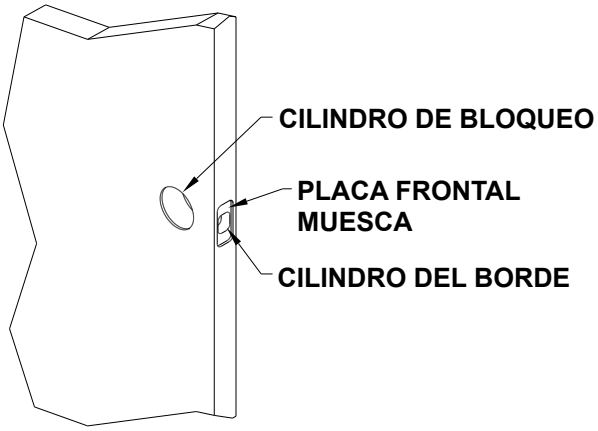

Figura 3
1. La puerta se puede retirar de las bisagras para cortar la muestra y cilindro de bloqueo con mayor facilidad. Coloque el centro del cilindro de bloqueo y el cilindro del borde de su puerta existente y transfiera las medidas a su puerta nueva. Utilice el conjunto recomendado de las nuevas herramientas o el conjunto existente de su puerta existente. Perfore el cilindro de bloqueo y el cilindro del borde como se muestra en la figura 3.